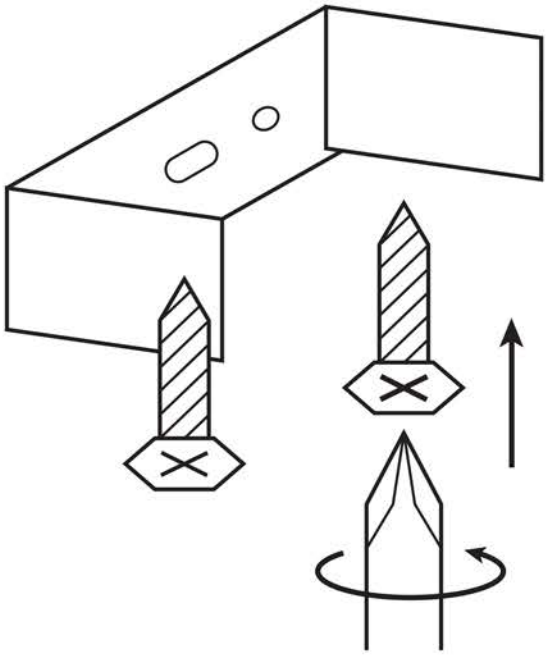

Рис. 2
5.4.1 Установите крепежные скобы на монтажную поверхность и закрепите их саморезами. Для определения расстояния между отверстиями используйте светильник (см. рисунок 2).